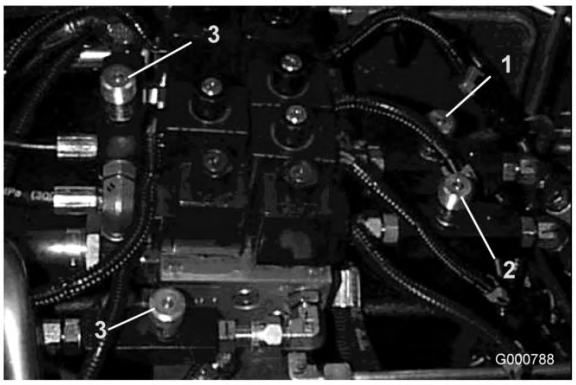

Bild 74
1. Stellen Sie mit den Ventilen unter dem Sitz die vorderen Mähwerke ein (Bild 74).
9. Stellen Sie mit den Ventilen unter dem Sitz die Flügelmähwerke (Bild 74) ein.